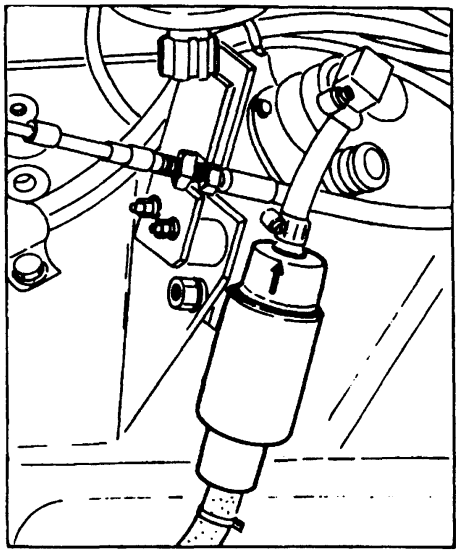

Fig. 5.31A. Fuel Filter Strainer
1. There is a strainer in the fuel line (Fig. 5.31A). The strainer must be periodically replaced. Before replaced, it is necessary to close the fuel shut valve located under fuel tank and loosen the hoses farting clamps. Install the new strainer that way the arrow on the strainer is orientated the fuel flow.